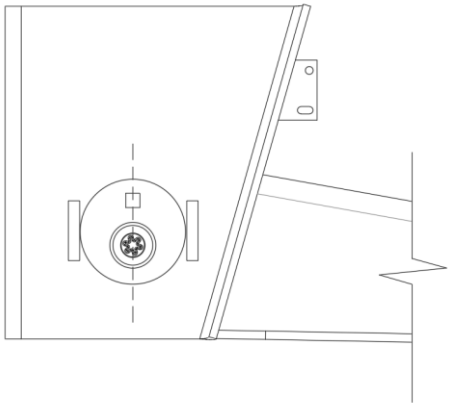

Figura 16. Posición inicial correcta de rondana excéntrica
2. Se debe verificar que las rondanas excéntricas estén en la posición adecuada para la alineación. Dicha posición se determina por medio de la ranura para llave (ver figura 16), la cual debe estar vertical. Si la ranura no está vertical, se deberá mover con la llave hasta dicha posición.